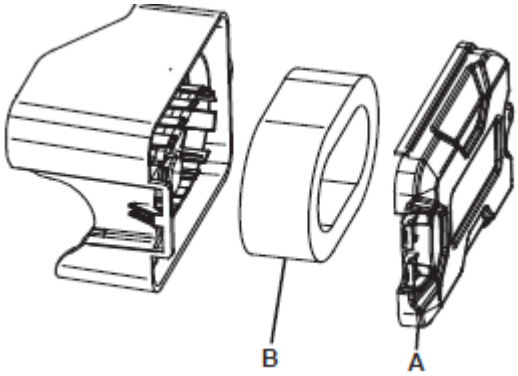

Rys. 23
• Otwórz pokrywę filtra powietrza (Rys. 23, poz. A), wyjmij wkład filtra powietrza (Rys. 23, poz. B).
• Oczyść filtr papierowy (Rys. 23, poz. B) wyłącznie sprężonym powietrzem o niskim ciśnieniu lub przez uderzenia.